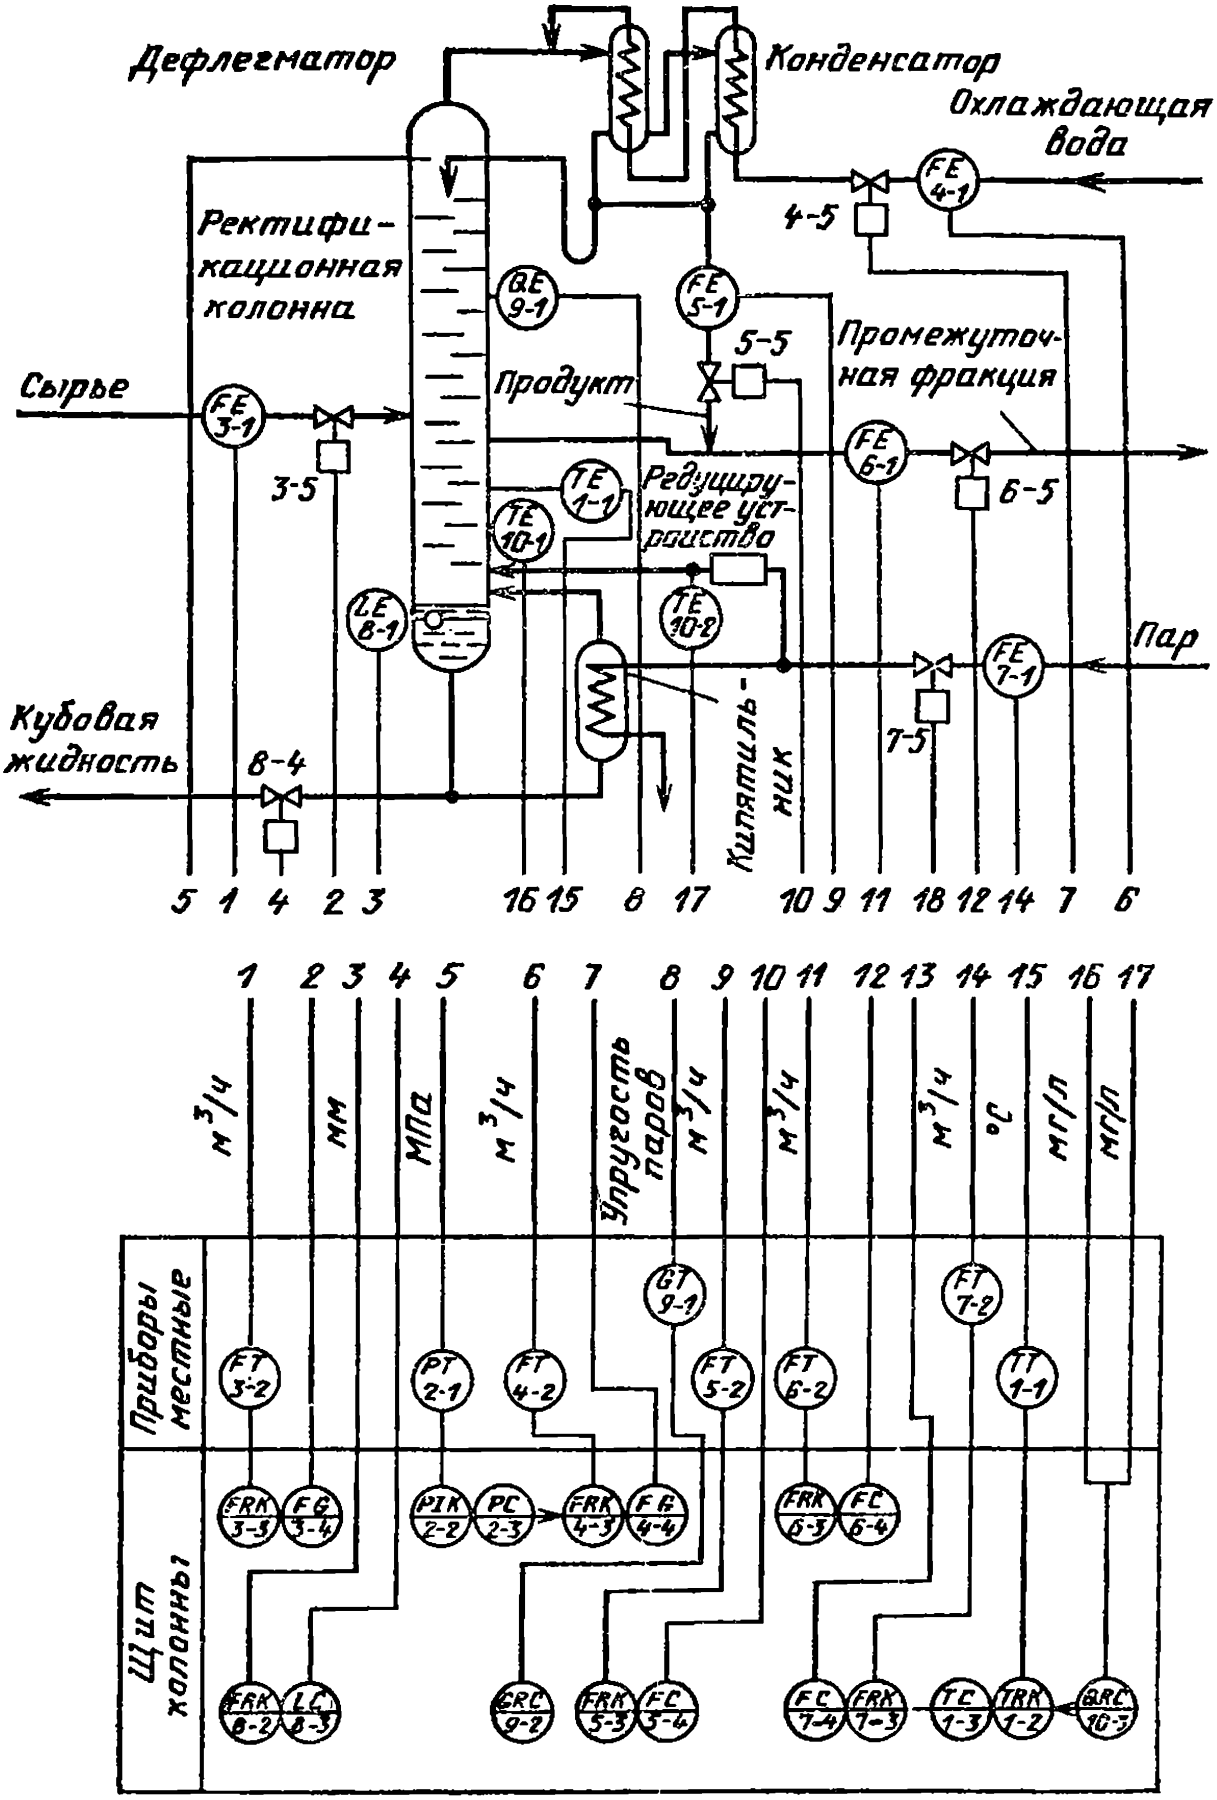

Рис. 5.4. Пример выполнения функциональной схемы по первому способу с изображением приборов по ГОСТ 21.404—85
5.3. Назовите функциональное назначение отдельных устройств и средств автоматизации для узла регулировании расхода пара иа рис. 5.4.
5.4. Какие функции выполняет комплект аппаратуры, изображенной иа рис. 5.4, поз. *8-1 — 8-4*?